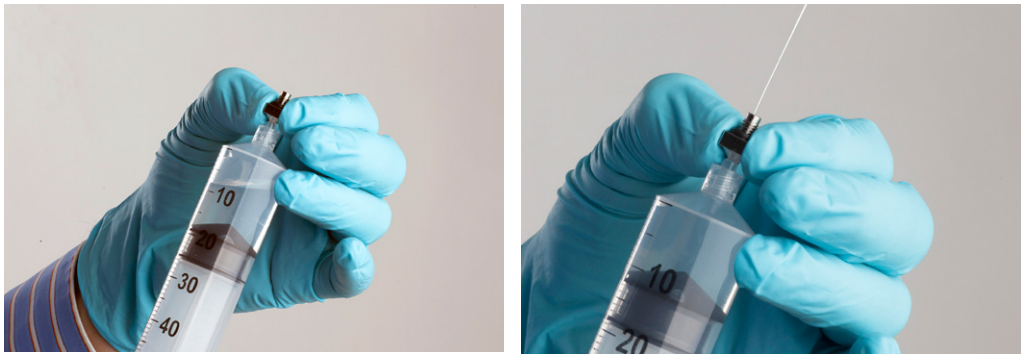

Figure 7-1 : Procédure de nettoyage de la buse
3. Si nécessaire, dévisser la buse de l'unité de production de billes, rincer à l'eau désionisée (voir la *figure 7-1*) ou avec un solvant approprié et sécher la buse par un soufflage à l'air.
Dévisser la buse. Injecter de l'air et de l'eau dans la buse comme indiqué à la *figure 7-1*.